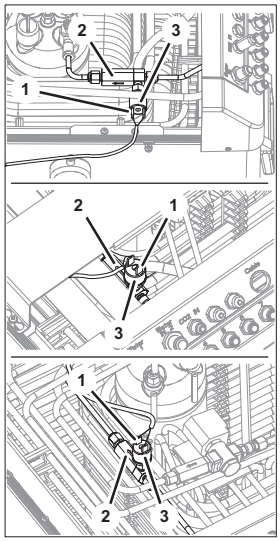

Fig. 81
1. Disconnect the plugs (Fig. 81/1) of the CO_2 pressure switch (Fig. 81/3).
2. Turn the CO_2 pressure switch (Fig. 81/3) and remove it from the non-return valve (Fig. 81/2).
3. Apply Loctite to the new CO_2 pressure switch (Fig. 81/3).
4. Attach the new CO_2 pressure switch (Fig. 81/3) to the non-return valve (Fig. 81/2) by turning it.
5. Connect the plugs (Fig. 81/1) of the CO_2 pressure switch (Fig. 81/3).